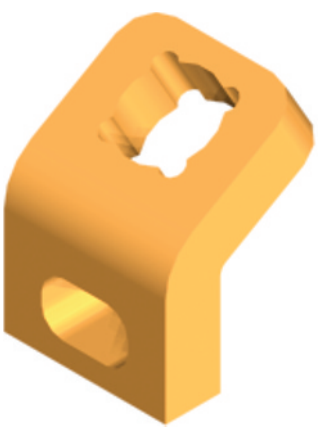

Fig. 17.27 Second example – **2D outlines in 3D space**
11. Place in the **3D Navigate/Southwest Isometric** view; add lighting and attach a material and render (Fig. 17.27).